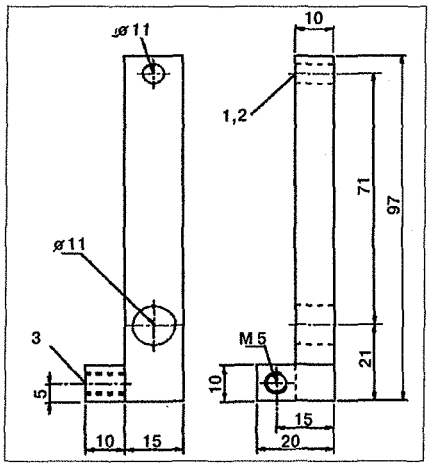

Рис. 4.69. Установочное устройство для установки микровыключателя ТНВД:
4. Присоедините установочное устройство к передней части ТНВД. Установочное устройство для установки микровыключателя ТНВД представлено на рис. 4.69. Для его установки вставьте болт **1** с гайкой **2** в сквозное отверстие. Болт **1** предназначен для присоединения устройства к ТНВД. Вкрутите болт **3** в резьбовое отверстие **M5**. Болт **3** предназначен для точной регулировки продольного рычага.